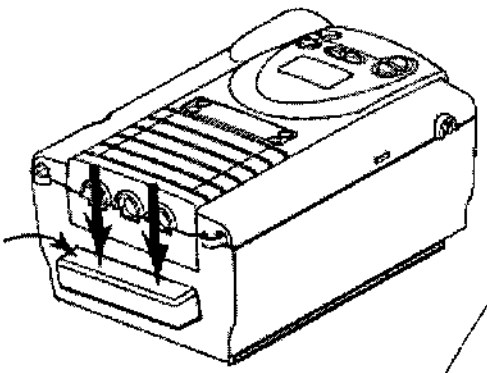

Figura 2 – Colocación de la tapa del filtro
3. Coloque la tapa del filtro tal como se ilustra en la figura 2. Coloque la tapa de manera que la pequeña abertura quede mirando hacia abajo. Inserte los salientes inferiores de la tapa en las aberturas debajo del alojamiento del filtro. Encaje la tapa a presión en su lugar.